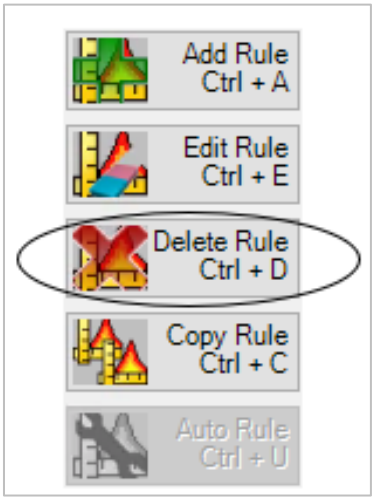

***Figure 7-22**. Select Delete Rule*
- Delete rules by selecting to highlight the rules you would like to delete and then clicking on the **Delete Rule** icon. (Figure 7-22).